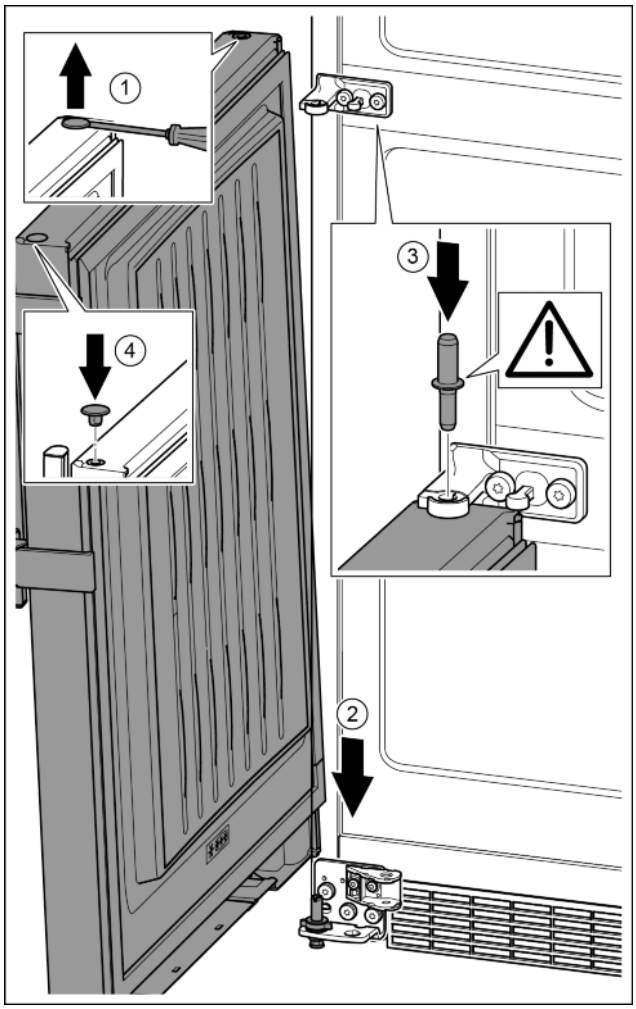

Fig. 33
▶ Zátku opatrně nadzvedněte plochým šroubovákem a vytáhněte. *Fig. 33 (1)*
▶ Dveře nasaďte shora na dolní ložiskový čep. *Fig. 33 (2)*
▶ Prostřední ložiskový čep vložte do dolních dveří přes prostřední stojan ložiska. Přitom dávejte pozor, aby zajišťovací vačka směřovala dozadu. *Fig. 33 (3)*
▶ Zátku opět vložte na druhé straně dveří. *Fig. 33 (4)*